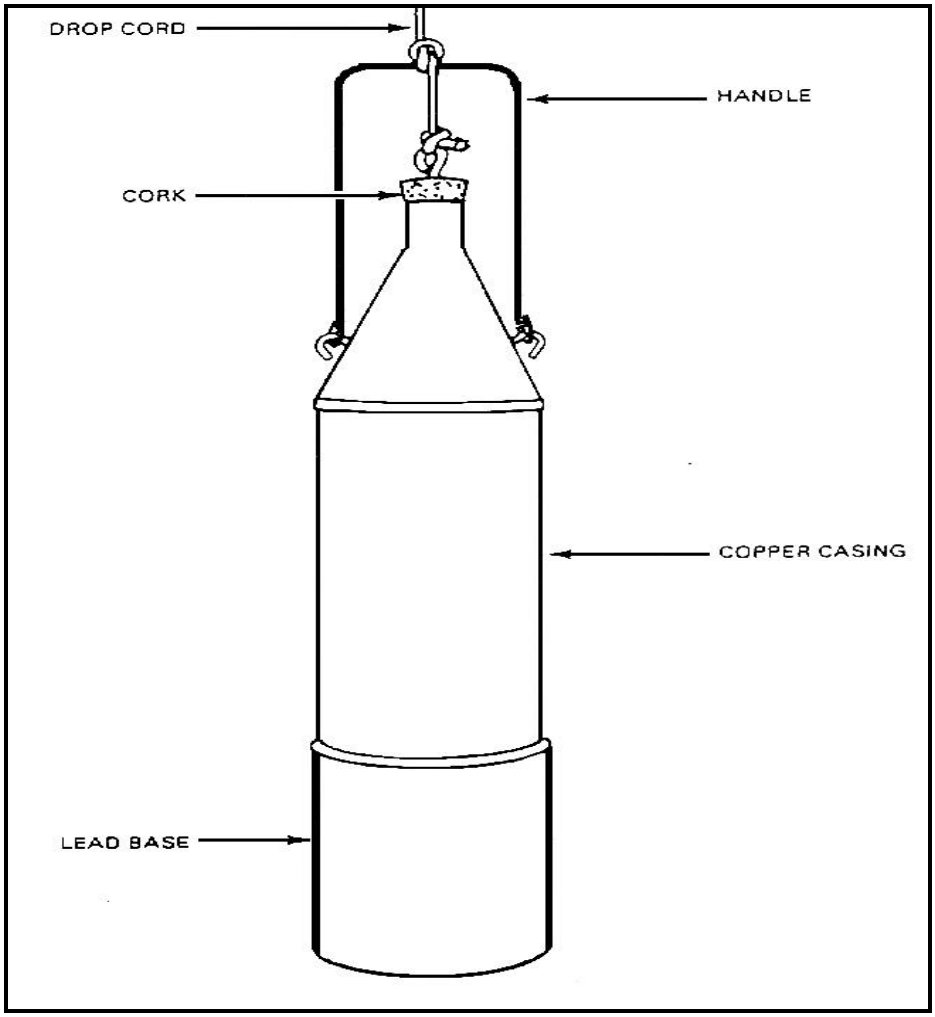

Figure 3-23. Weighted beaker sampler
• Weighted Beaker. The weighted beaker sampler (Figure 3-23) is a copper bottle permanently attached to a lead base. A drop cord or brass-coated chain is connected to the stopper so that the sampler can be opened anywhere beneath the surface of the product. This sampler is used to take upper, middle, lower, or all-levels samples of petroleum products at no more than 16 PSI Reid vapor pressure. It is used to take samples from tank cars, tank vehicles, barges, ship tanks, and shore storage tanks.